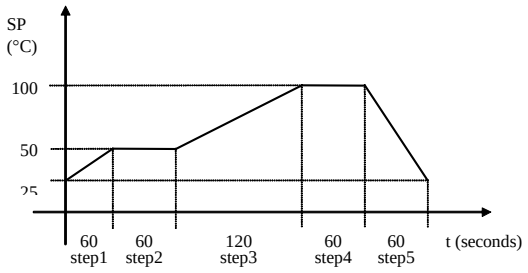

Fig.1 –Curva de Setpoint
2) Os dois arranjos definem o valor de Setpoint (eixo y) em função do tempo (eixo t). Entre dois pontos dados, o Setpoint é calculado por interpolação. Como cada segmento é definido por $[START_VAL]_i$, $[DURATION]_i$ e $[START_VAL]_{i+1}$, um modelo com "**n**" segmentos necessitará **n+1** valores iniciais e **n** tempos de duração. Como exemplo, os dois arranjos definem qa curva mostrada na Fig. 1: